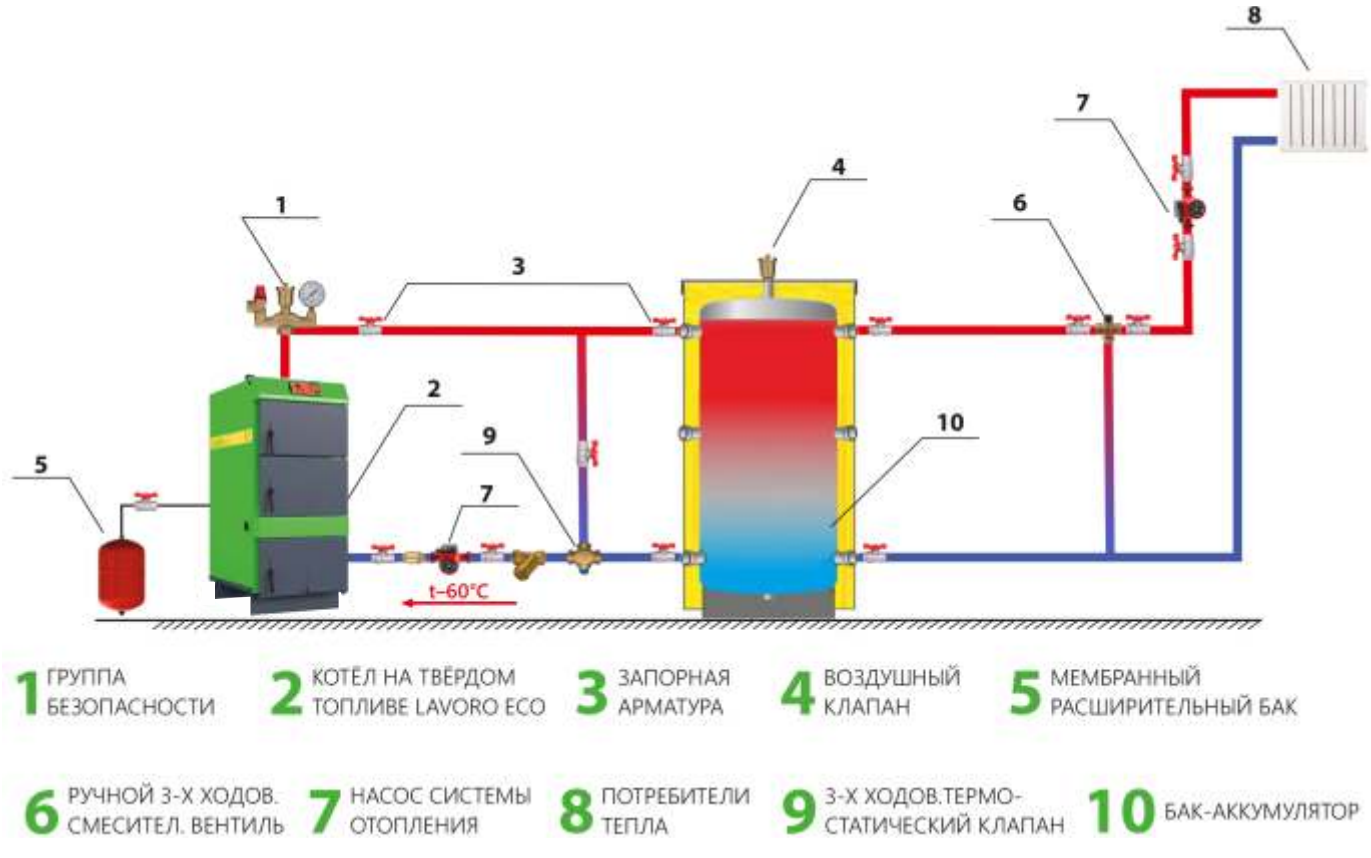

Рисунок 4. Типовая схема обвязки котла Lavoro Eco с баком-аккумулятором
18.13 Во избежание появления конденсата, что может в несколько раз сократить срок эксплуатации Котла, необходимо систему отопления монтировать по прилагаемым или аналогичным схемам, обеспечивающим температуру возвратной воды не ниже 55°С (см. рис.4,5).